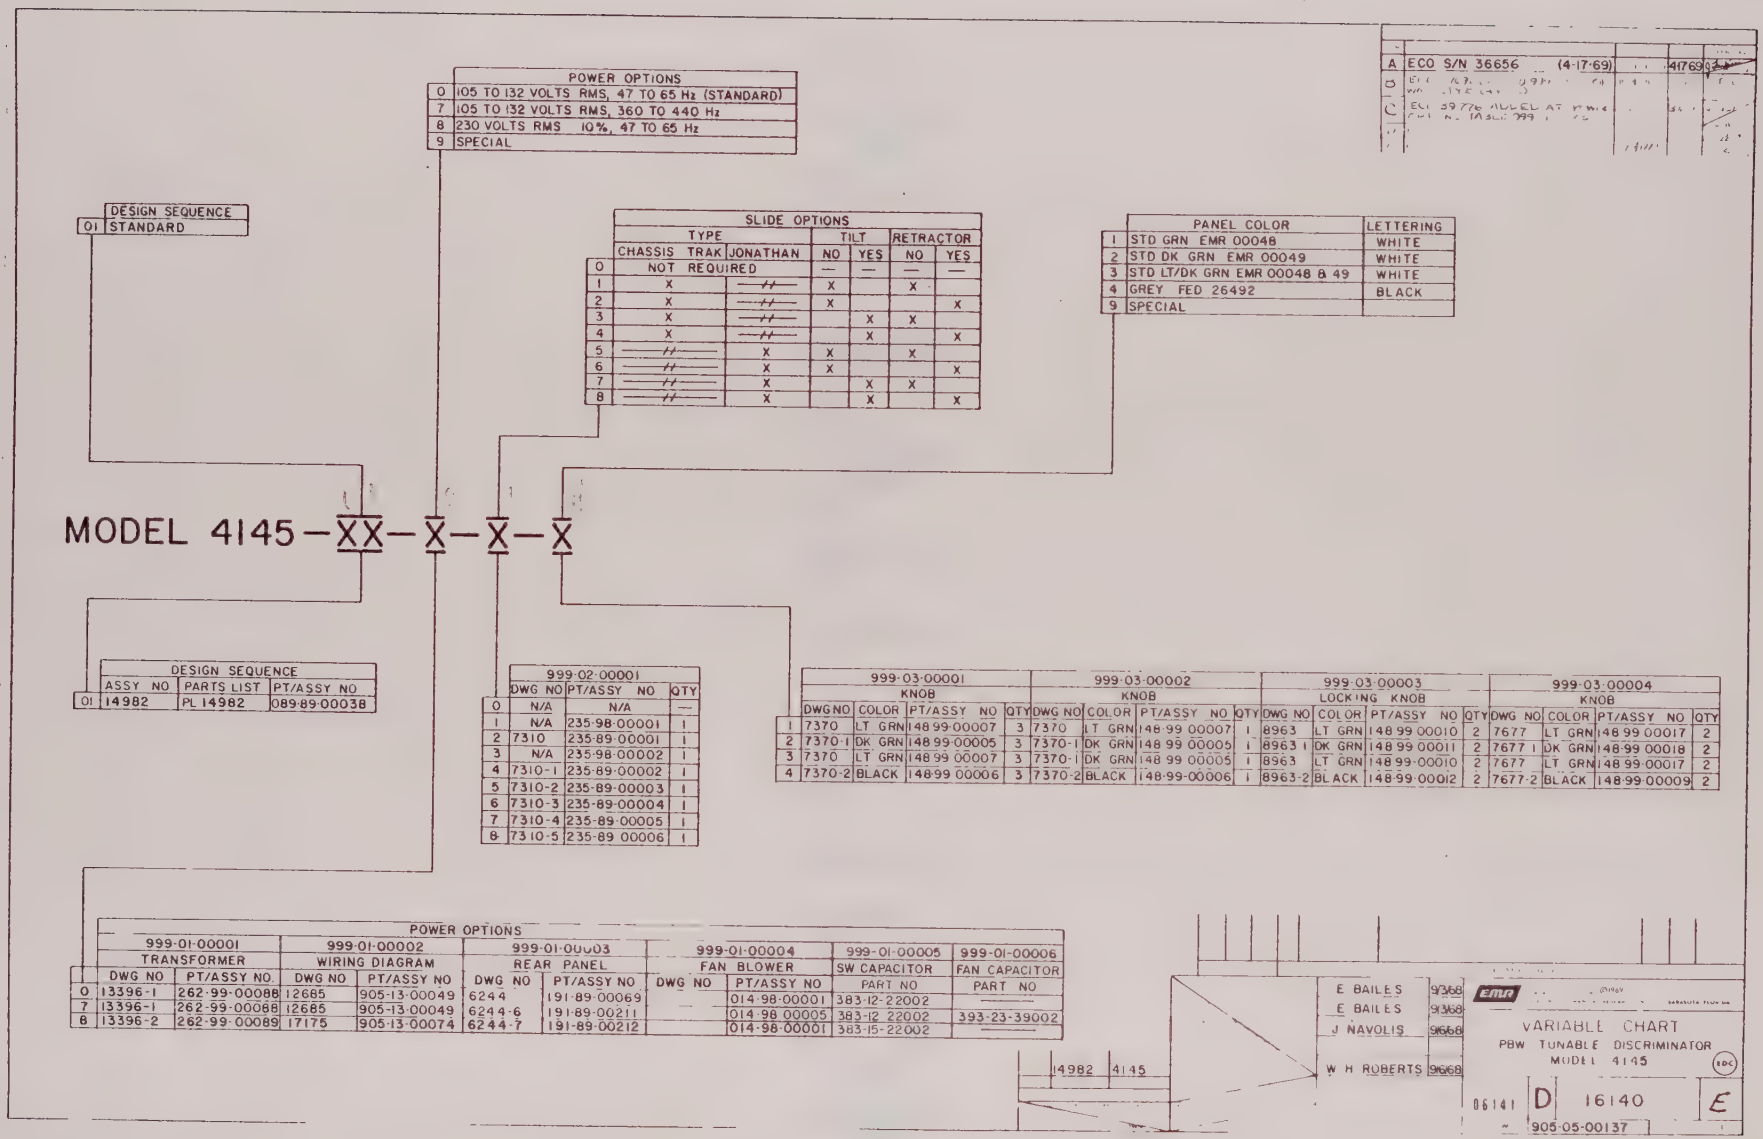

Figure 2-3. Model 4145 Variable Chart
The EMR Model 4145 CBW Tunable Discriminator is a self-contained unit designed for mounting in a standard 19-inch equipment rack. Various types of mounting hardware may be provided with the discriminator as required for various installation configurations. (Refer to Figure 2-3, Model 4145 Variable Chart.) The overall physical dimensions of the discriminator are 19 inches wide by 5-1/4 inches high by 20-1/4 inches in depth.
This section outlines the electrical, mechanical, and environmental specifications for the EMR Model 4145 CBW Tunable Discriminator. Figure 2-3 of this section provides part number identification for the Model 4145.
u. Power Requirement: (See Figure 2-3.)
d. Mounting: May be equipped for slide mounting in a standard 19-inch EIA-type equipment rack. (Refer to Figure 2-3 for various slide mounting configurations.)
e. Paint Finish: Various semi-gloss baking enamel colors and letter combinations are available. (Refer to Figure 2-3 for color information.)